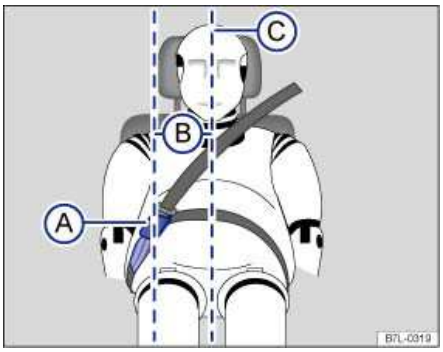

Fig. 59 Positioning of the safety belt extender.
Key to fig. 59:
- **Never use a safety belt extender if the distance (B) between the front edge of the safety belt extender buckle (A) and the centerline of the person using the safety belt extender**
⇒fig. 59 (C) is less than 6 inches (15 cm).